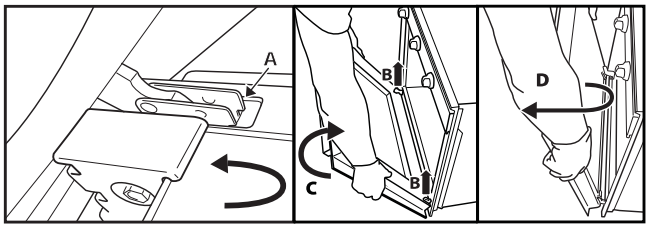

Рис. 2
3. Закройте дверцу до упора (A), поднимите (B) и поверните (C) так, чтобы она освободилась (D) (Рис. 2).